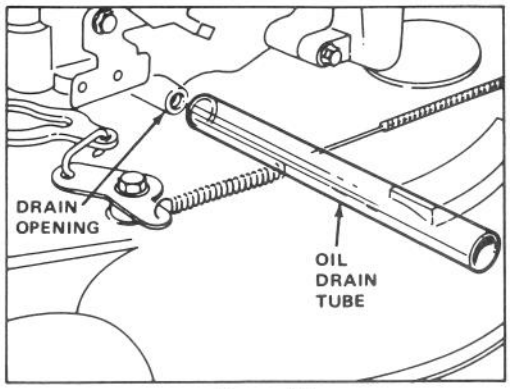

Figure 17
3. Raise left side of mower at least 12 inches. Remove drain plug using a 14mm wrench. Insert oil drain tube over drain opening (Fig. 17).